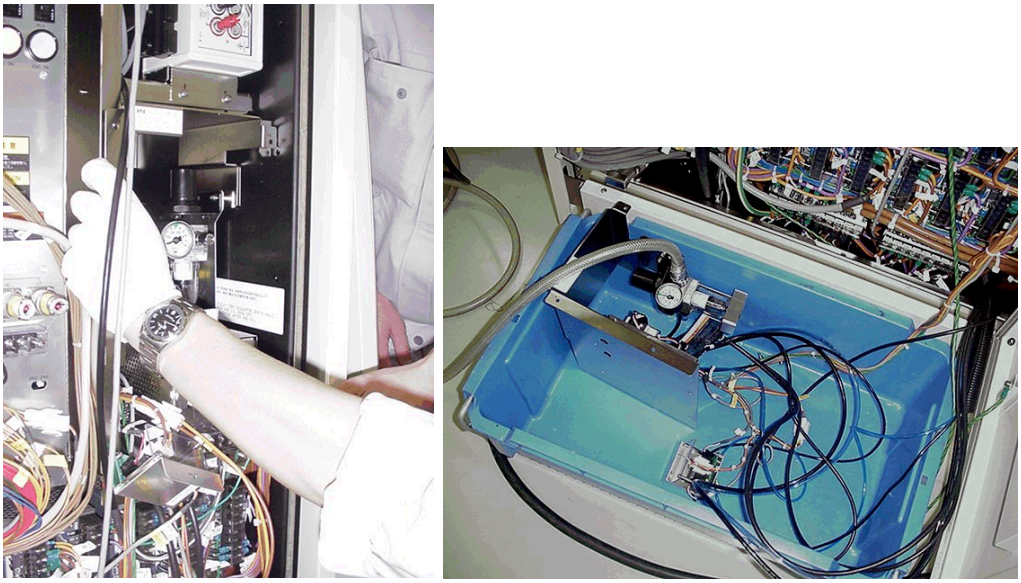

Figure A8-2 Removing Units
(3) Remove AIR CONTROL UNIT and air control meter units and put them in a vat as shown in Figure A8-2 so as not to spill the water.